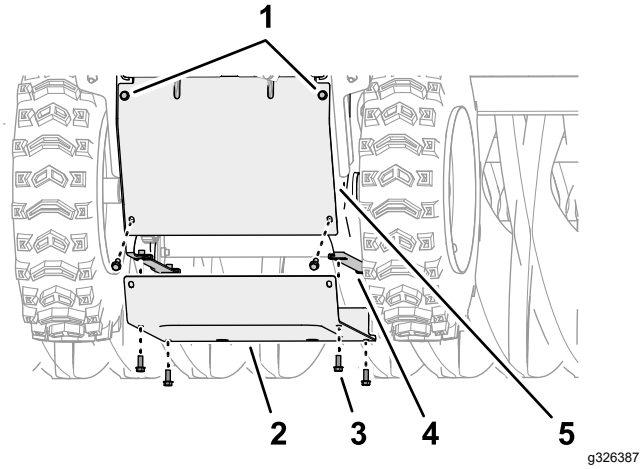

Figure 51
4. Au bas de la machine, alignez les trous du couvercle inférieur et les trous des brides des plaques latérales gauche et droite (Figure 51).
5. Fixez le couvercle inférieur sur la machine (Figure 51) avec les 6 vis à embase (1/4" x 5/8").
6. Serrez les 2 vis à embase supérieures (1/4" x 5/8") qui fixent le couvercle arrière sur la machine (Figure 51).